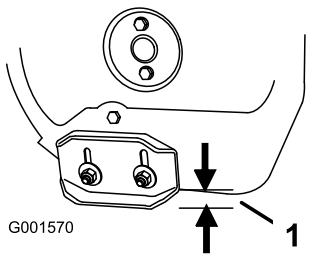

Figur 41
2. Løsne de fire mutrene som holder begge støtteplatene til spiralbladets sider, helt til støtteplatene lett kan skyves opp og ned (Figur 41).